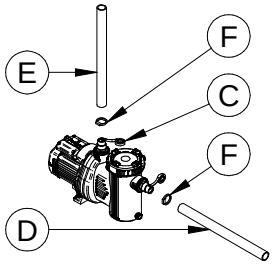

Fig. 24
3. Mettre un peu du téflon fourni autour des embouts (*composants hydrauliques*) pour garantir l'étanchéité du tuyau (Fig. 24, # C; *composants hydrauliques*) sur l'embout.
4. Relier le tuyau (*composant hydraulique*) d'*aspiration* à l'embout IN (Fig. 24, # D) et le tuyau de *refoulement* à l'embout OUT (Fig. 24, # E). Fixer les tuyaux (*composant* hy*draulique*) avec des colliers (Fig. 24, # E).